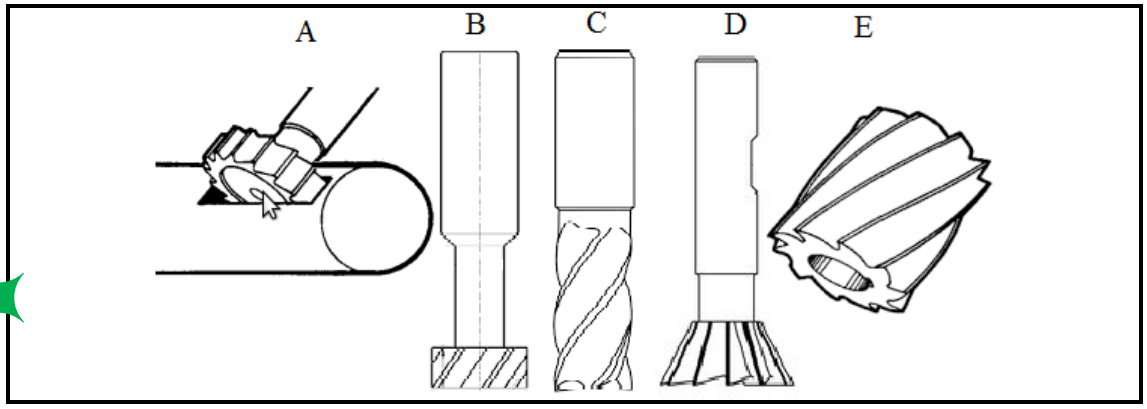

FIGURE 5
4.3 FIGURE 5 shows FIVE different types of cutting tools used on milling machines.